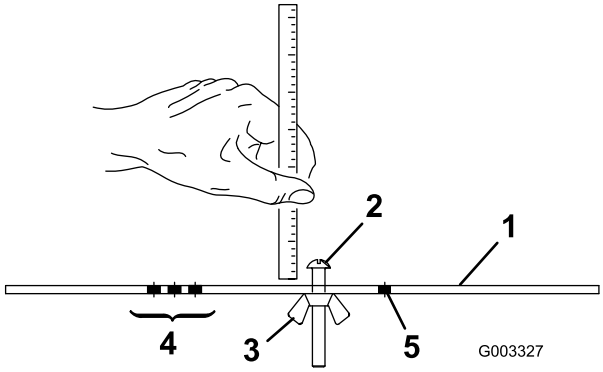

Figur 16
2. Løsn møtrikken på målestangen (Figur 16), og indstil justeringsskruen til den ønskede klippehøjde. Afstanden mellem bunden af skruehovedet og stangens flade udgør klippehøjden.